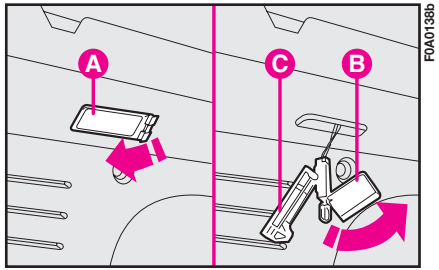

fig. 39
1) Dégager le transparent **A-fig. 39** en agissant dans le sens de la flèche.